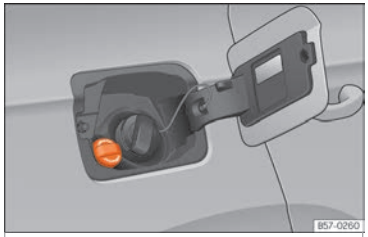

Fig. 303 Tappo di rabbocco del serbatoio di AdBlue. »
- Aprire lo sportellino del serbatoio ››› fig. 303.
- Ruotare verso sinistra il tappo del bocchettone di riempimento dell'SCR ››› fig. 303.